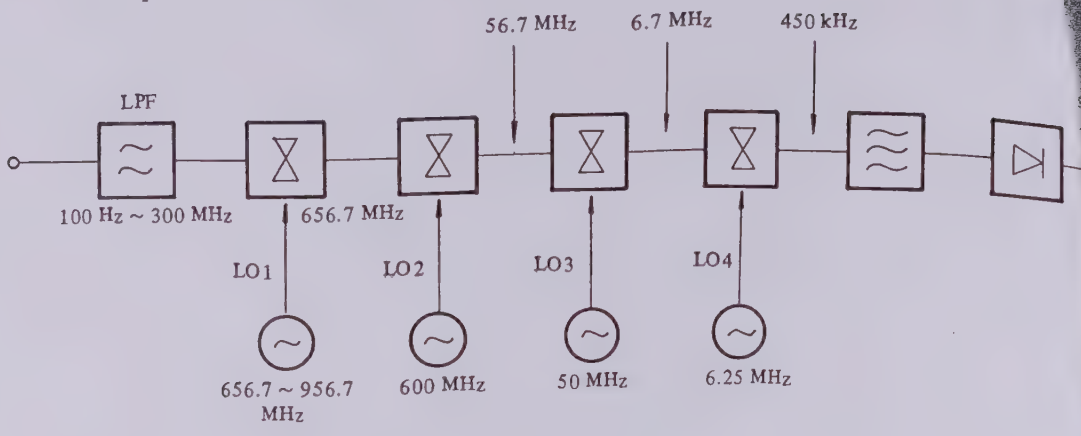

Fig. 3-24 Receiving Section
The receiving section of the MS560J consists of a quadruple superheterodyne system receiver, as shown in Fig. 3-24. The frequency spectrum of an input signal can be displayed on the screen, when sweeping the 1st local (LO1) and indicating frequencies on the horizontal axis and the detection output of the IF signal on the IF signal on the vertical axis.
In this mode TRACE is L(R) and L(T) and 251 points of data sampled within the sweep frequency range are displayed on the screen. This is all shown in Fig. 3-25 which shows one frequency component in the sweep band and the selectivity characteristics of the intermediate frequency filter (BPF of Fig. 3-24).